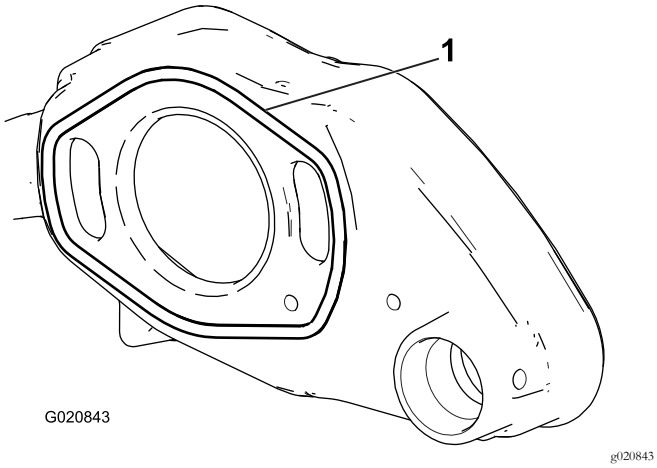

Figura 5
1. Instale la junta tórica nueva en la parte trasera del alojamiento del groomer, y lubrique ligeramente las superficies expuestas de la junta tórica con grasa sintética (Figura 5).